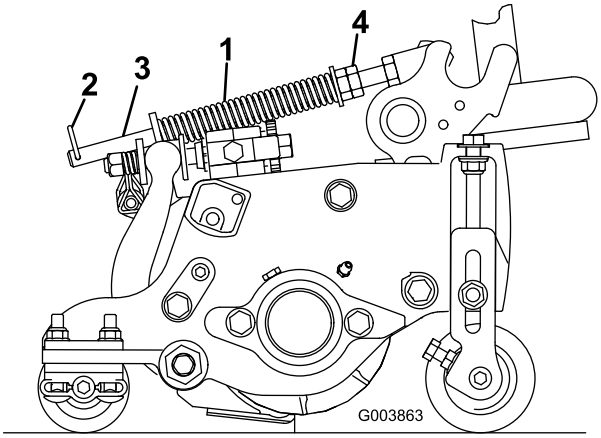

**Figuur 15**
De gazoncompensatieveer (Figuur 15) zorgt ervoor dat het gewicht van de voorste naar de achterste rol wordt verplaatst. (Dit voorkomt dat er een golfpatroon in de grasmat ontstaat, ook wel bekend als 'bobbing'.)
1. Monteer de borgpen in de achterste opening in de veerstang (Figuur 15).
2. Draai de zeskantige moeren op het voorste uiteinde van de veerstang vast totdat de lengte van de samengedrukte veer 12,7 cm bedraagt op de Reelmaster 5410 met 12,7 cm maaidekken of 15,9 cm op de Reelmaster 5510 en 5610 met 17,8 cm maaidekken (Figuur 15).